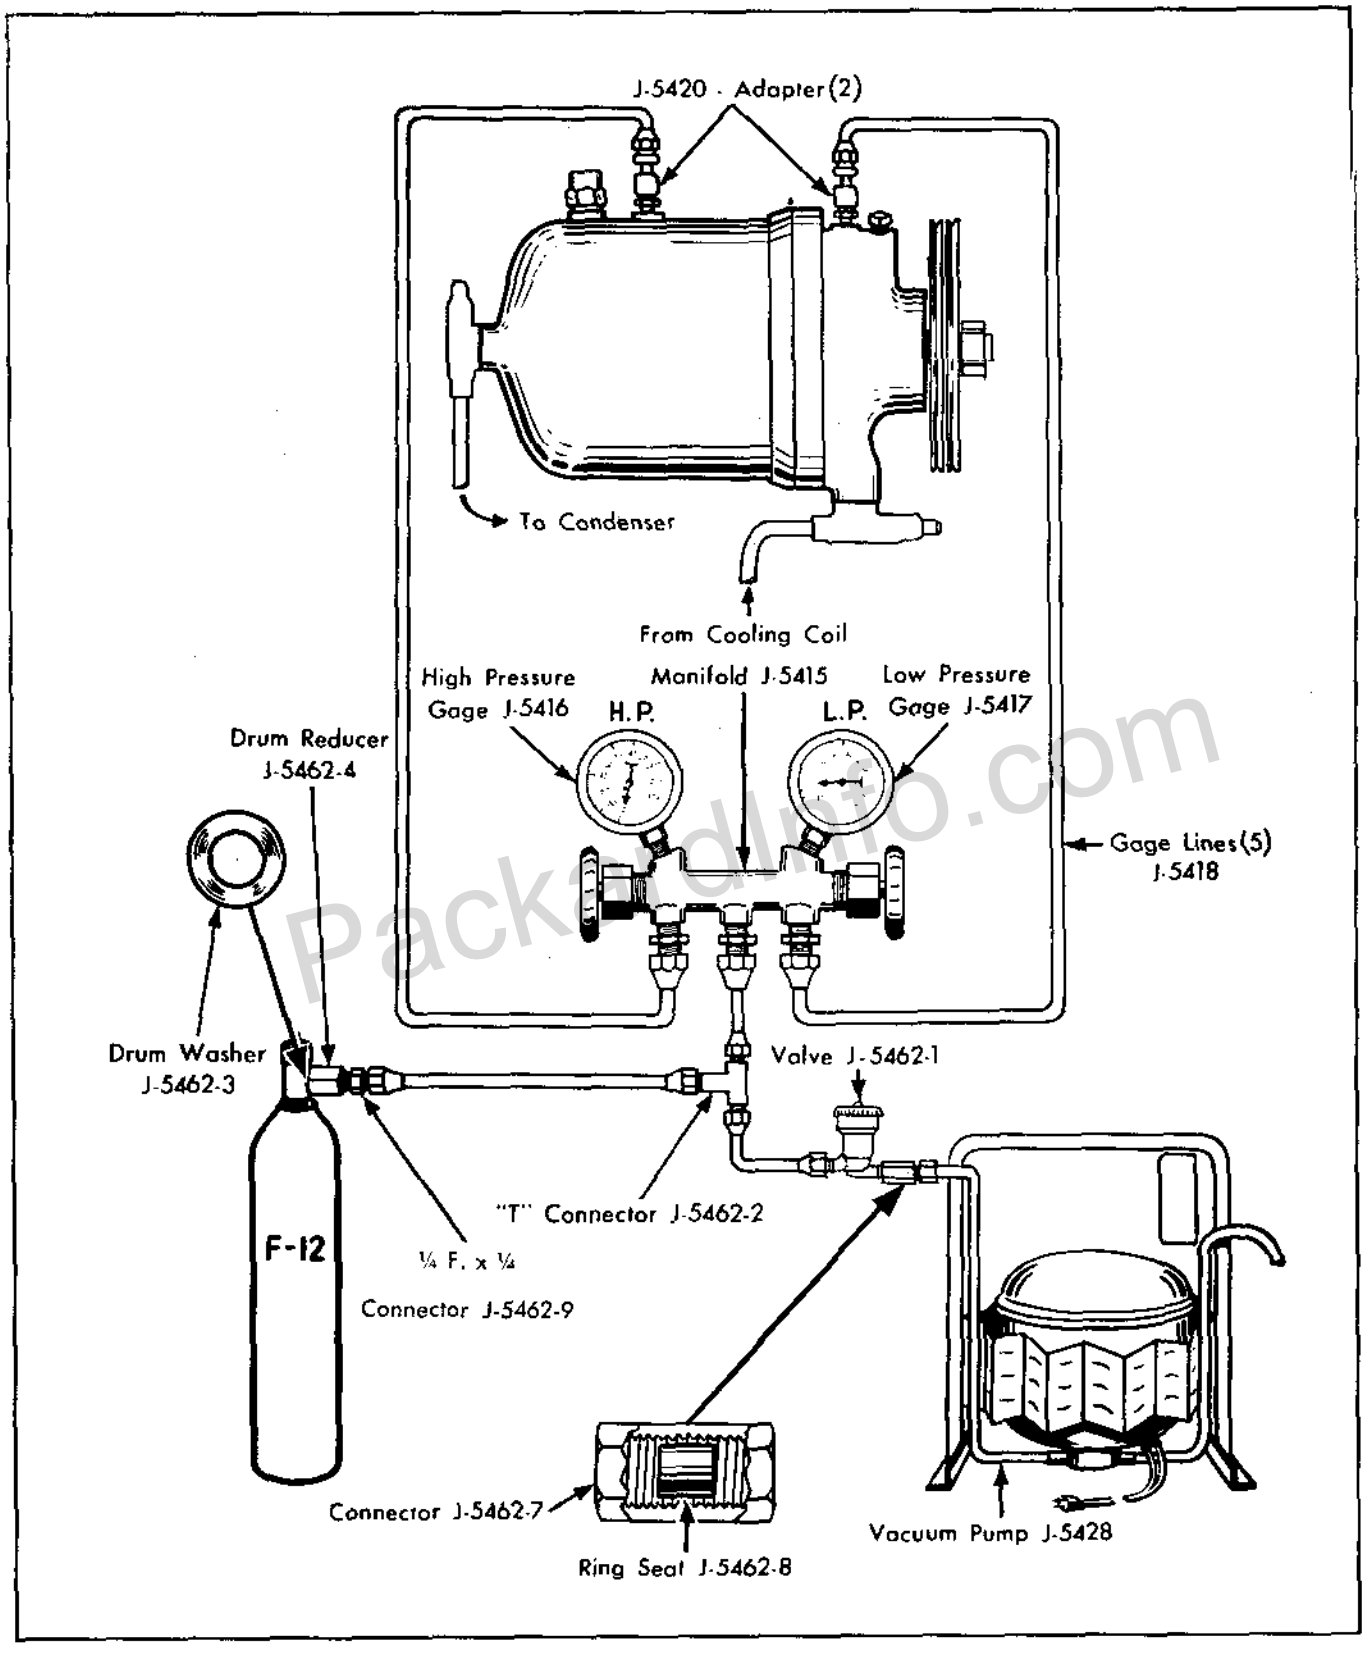

Figure 7—Special Equipment Details
4. Since the system would have been prepared by evacuating as recommended, the gauge manifold set would be connected as shown in figure 7.